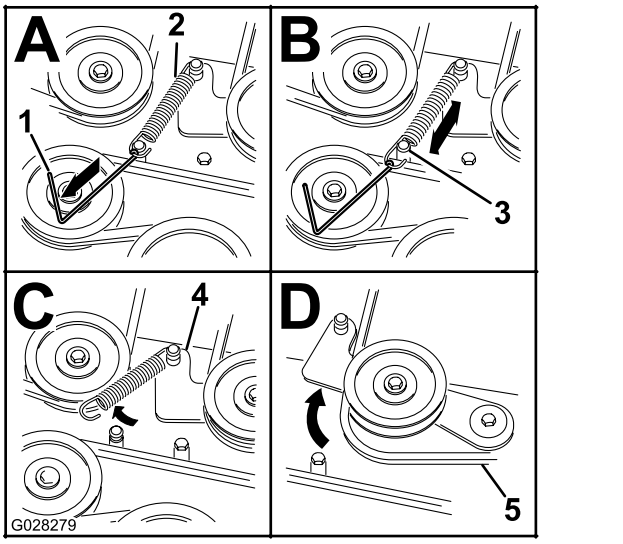

Figur 62
8. Fjern fjederspændingen fra den fjederbelastede styreremskive. Se Figur 62.
Bemærk: Brug fjederværktøjet (Toro-delnr. 92-5771) til at fjerne fjederen fra plæneklipperskjoldets tap (Figur 62).